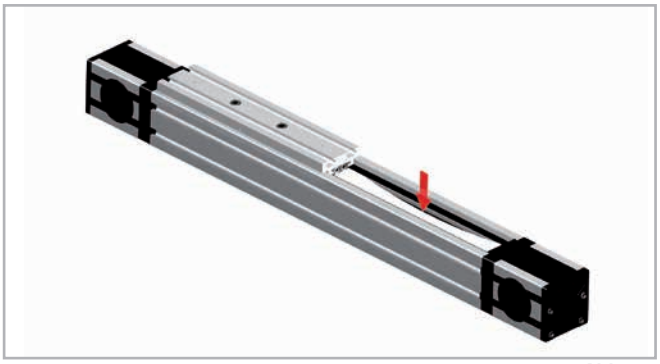

Abb. 32
2. Drücken Sie den Zahnriemen in Höhe des halben Verfahrweges etwas ein, damit Sie die innenliegenden Schienen sehen können (s. Abb. 32). Evtl. ist die Riemenspannung zu lösen oder zu lockern. Siehe hierzu Kapitel Riemenspannung (s. S. US-59).